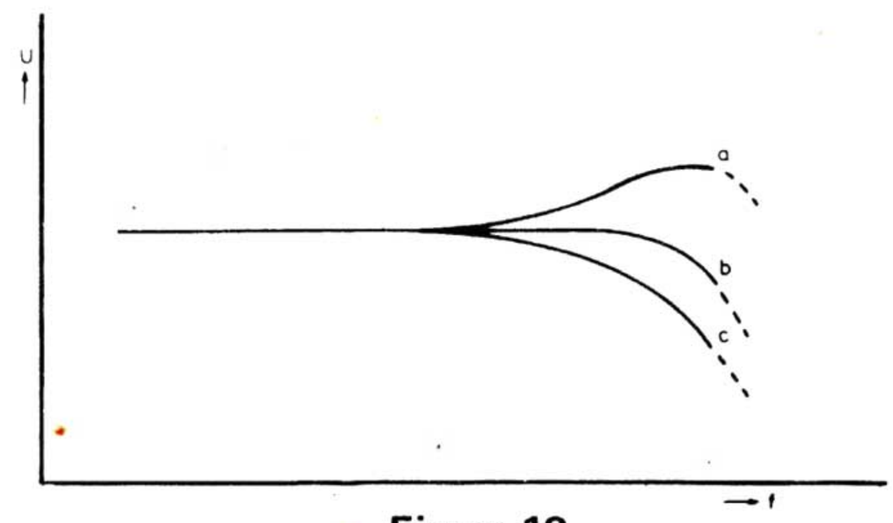

Figure 18
Record Bias Current Adjust (see Figure 18)
3. The response over 6.3 KHz should more or less correspond with curve 'b' of Figure 18, with the after-tape distortion less than or equal to 3% at 1 KHz (100% modulation).
When the high frequencies are weak (Figure 18, curve 'c') the bias current is too high. When the high frequencies are too strong (Figure 18, curve 'a') and/or distortion is audible, the bias current is too low. Adjust R22 (R122) accordingly. The frequency response and bias current should be the same on both channels.